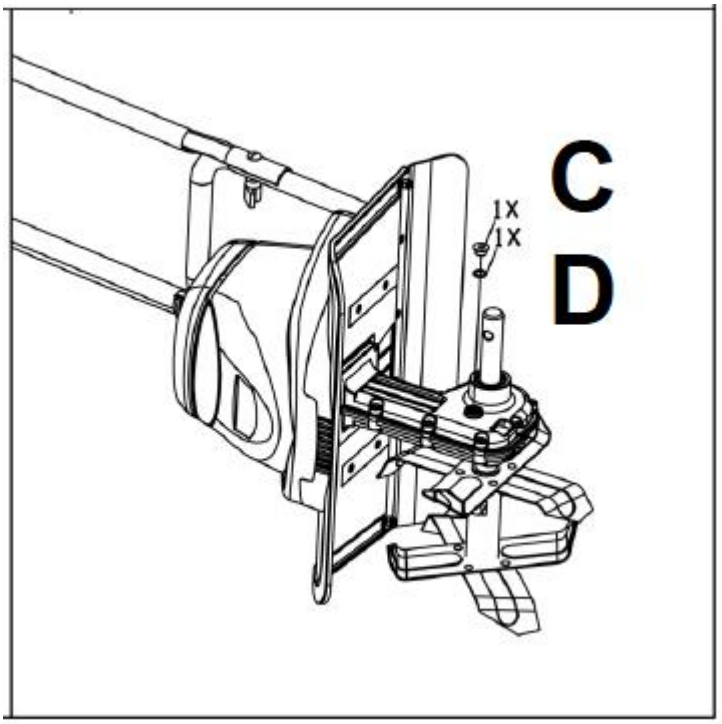

Rys. 12
Korek spustowy (Rys. 12, poz. C) znajduje się po prawej stronie obudowy skrzyni biegów.
6. Sprawdź pierścień O-ring (Rys. 12, poz. C) pod kątem oznak zużycia i uszkodzenia, wymień, jeżeli zachodzi potrzeba.